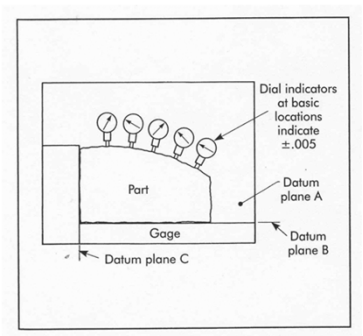

Figure 9-43. Checking profile—fixed indicators set to master part.
- Number of dial indicators set in a plane confirming the contour as shown in Fig 9-43.